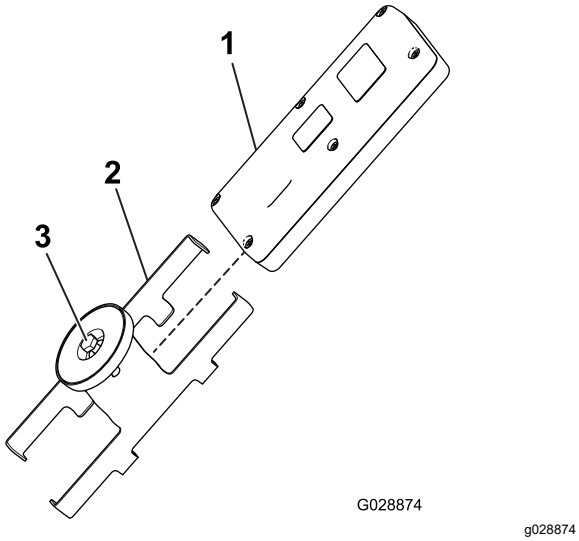

Rysunek 14
5. Załóż pilot zdalnego sterowania na uchwyt magnetyczny, dosuń połówki do siebie, aby zamocować pilota, a następnie dokręć śrubę w magnesie (Rysunek 14).